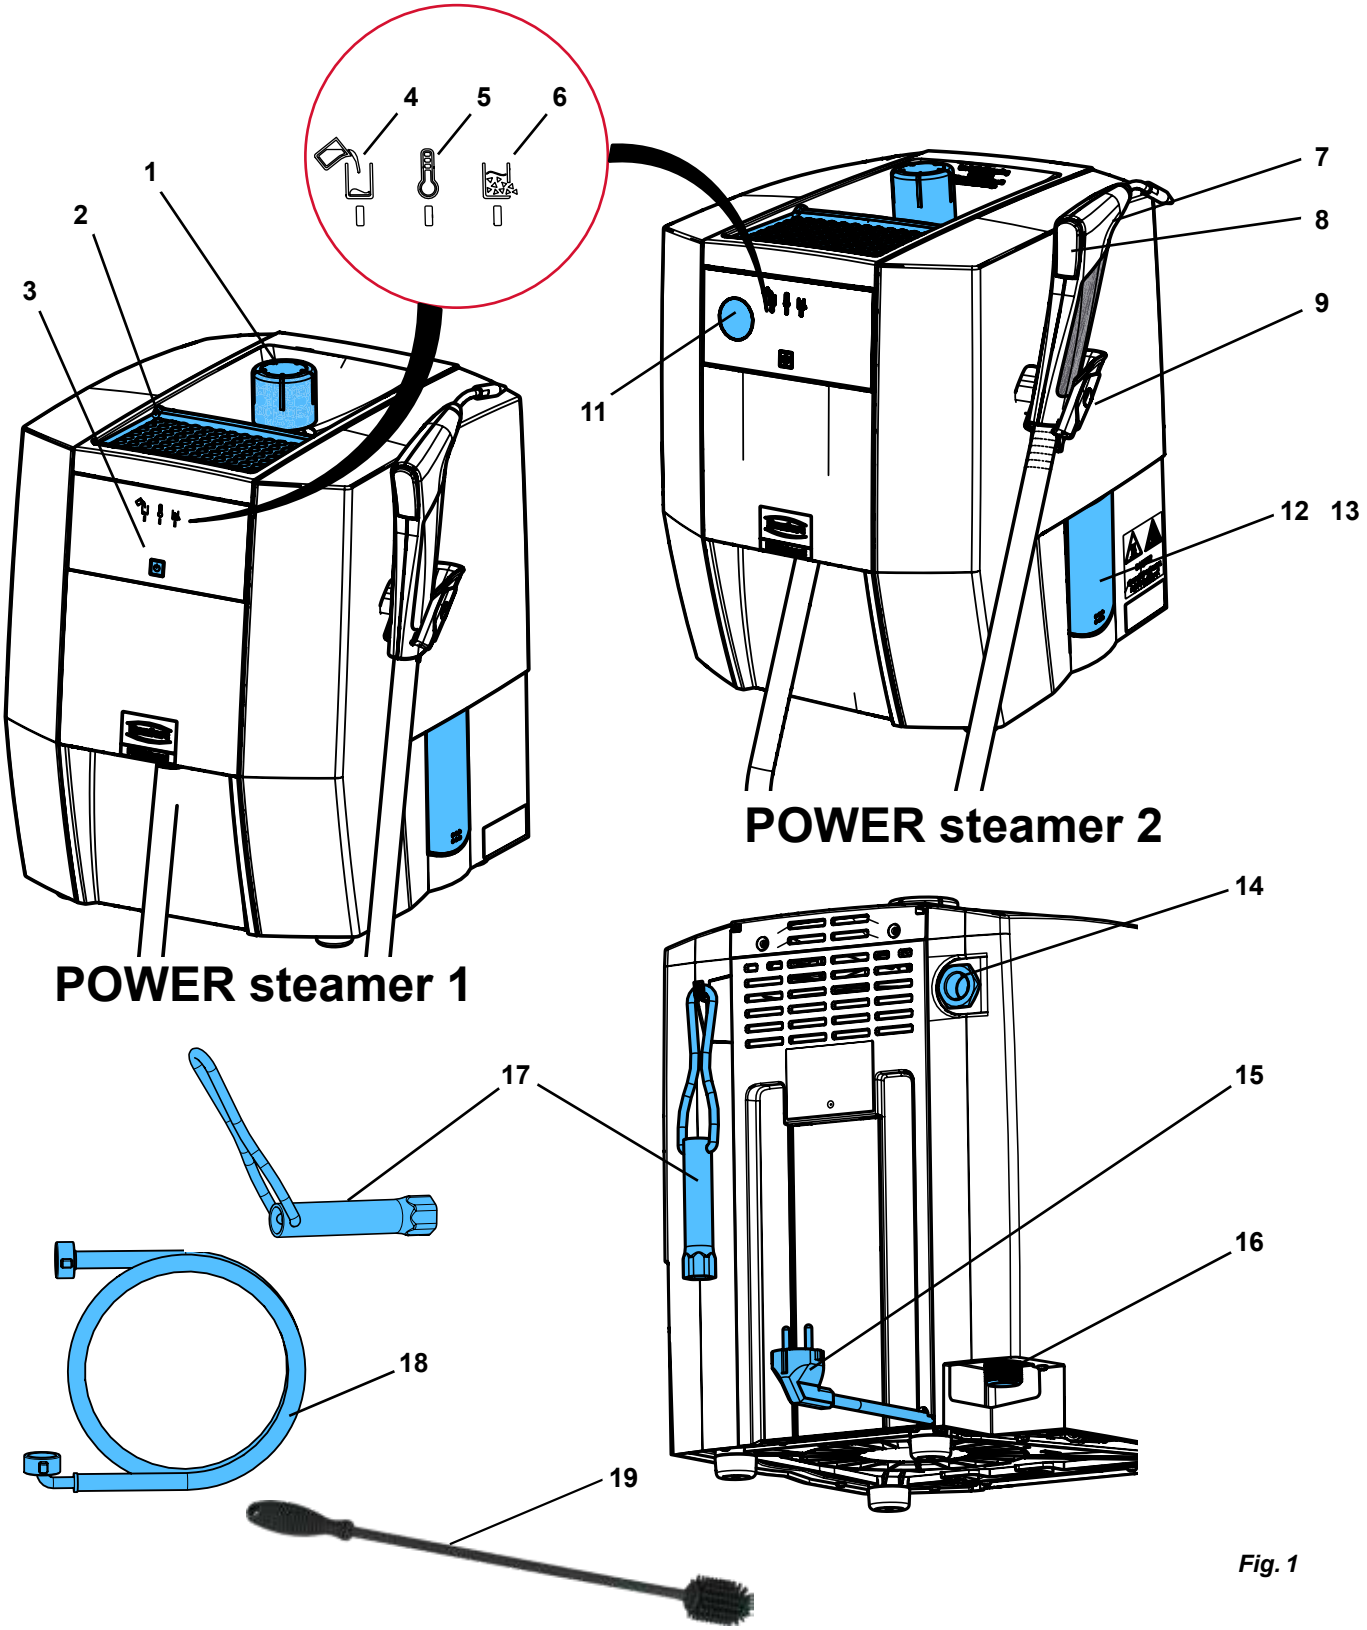

Fig. 1
- ► **Montar o equipamento de tal forma que, no caso de uma saída de vapor pela abertura de saída da válvula de sobrepressão (14, Fig. 1), não haja perigo.**
Os modelos de gesso ou modelos de revestimento podem ser colocados na bandeja do modelo (2, Fig. 1) para secar.
⇒ Aparafusar a tampa do tanque (1, Fig. 1).
Montar o equipamento de tal forma que, no caso de uma saída de vapor pela abertura de saída da válvula de sobrepressão, (14, Fig. 1) não haja perigo (por ex. não instalar o equipamento à frente de uma tomada).
A abertura de saída da válvula de sobrepressão (14, Fig. 1) não pode estar fechada nem bloqueada de qualquer outro modo.
Perigo devido a vapor de água sob pressão! Antes de abrir a tampa de inspeção, garantir que o recipiente de pressão já não está pressurizado. Abrir e remover a tampa do tanque (1, Fig. 1) para o efeito.
⇒ Montar o equipamento de tal modo que possa escoar água pela abertura de inspeção (12/13, Fig. 1) para uma bacia.